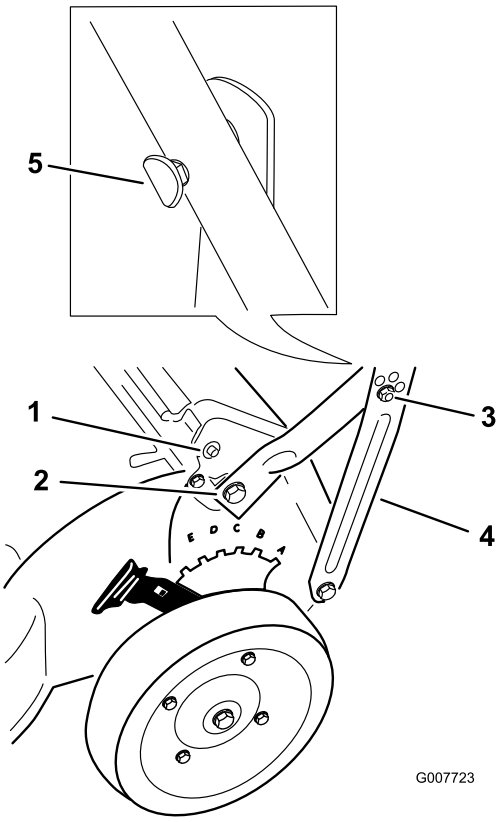

Figuur 3
2. Bevestig de handgreep aan de maaikast met twee zelftappende schroeven met een zeskantige kop, twee ringen en twee afstandsstukken (Figuur 3), **maar draad de zelftappende schroeven nog niet vast.**
4. Bevestig de beugels van de handgreep aan de onderste handgreep met twee bouten met een ovalen kop en twee borgmoeren(Figuur 3).
5. Lijn de bouten met ovalen kop uit met de handgreep zoals getoond in Figuur 3 en bevestig de handgreep vervolgens als volgt:
- Als de openingen in de handgreep rond zijn, lijn de bouten met ovalen kop dan uit met de hendel zoals getoond in Figuur 3. Hou de koppen in die stand en draai de moeren vast met een momentsleutel om de vierkante steel in de handgreep te trekken tot de koppen van de bouten zich evenwijdig aan de handgreep bevinden.
- Als de openingen in de handgreep vierkant zijn, lijn de ovale koppen van de bouten dan uit met de handgreep zoals getoond wordt in Figuur 3, steek de vierkante steel in de handgreep zodat de koppen van de bouten uitgelijnd zijn met de handgreep en draai vervolgens de borgmoeren vast (Figuur 3).
Opmerking: Bevestig de kabelklemband zo laag mogelijk op de handgreep om te voorkomen dat de kabel (s) vasthaakt (vasthaken) aan de kap op het uiteinde van de stang van de achterklep en in zelfaandrijving komt (komen (Figuur 3).